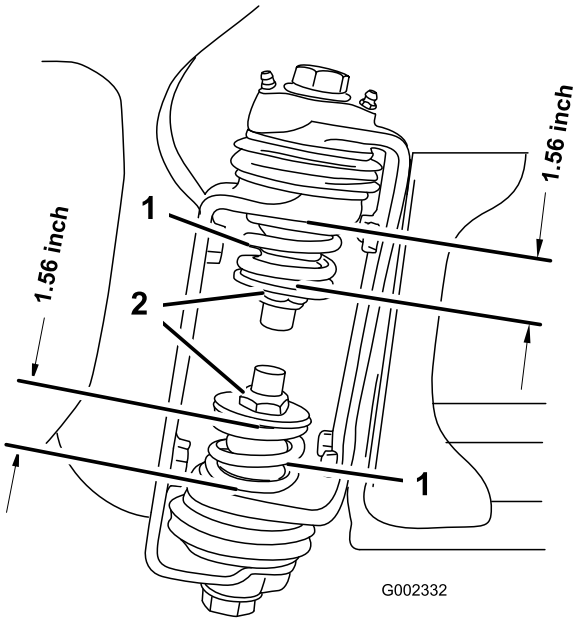

Bild 3
3. Messen Sie am Scharnier des Auslegers die Komprimierung der oberen und unteren Federn, wenn die Ausleger ausgefahren sind (Bild 3).